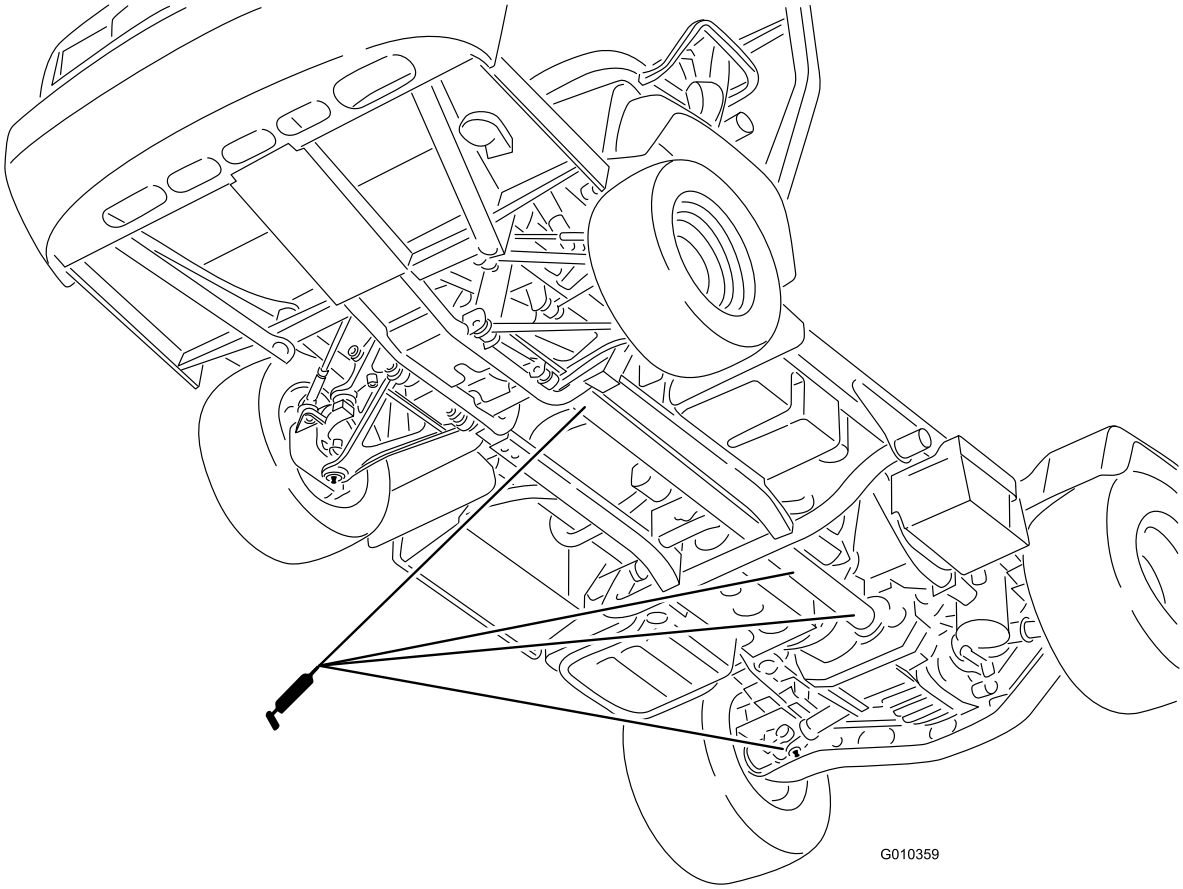

Figur 42
- U-ledd (18) og drivaksel for firehjulstrekk (3) (Figur 42)